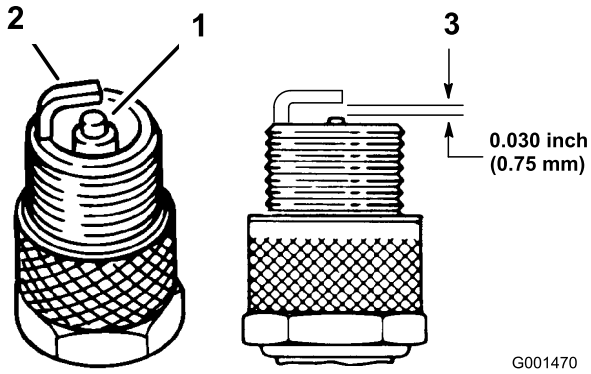

Figur 33
4. Kontroller sideelektrodens, midterelektrodens og midterelektrodens isolators tilstand for at sikre, at disse ikke er beskadiget (Figur 33).
5. Indstil gnistgabet mellem midten og siden af elektroderne til 0,762 mm (Figur 33).